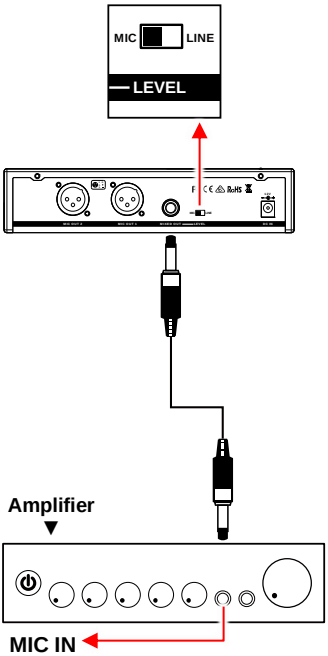

Fig 5
- When connecting to the “**MIC IN**” jack of a mixer/amplifier, switch to “**MIC**” position (**Fig 5**). Overload distortion may occur at the wrong level position.